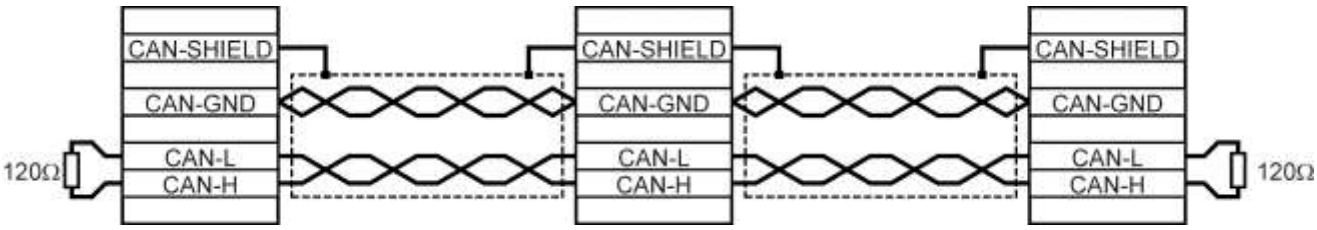

Abbildung 29: Verkabelungsbeispiel für CAN-Bus
- Die einzelnen Knoten des Netzwerkes werden grundsätzlich linienförmig miteinander verbunden, so dass das CAN-Kabel von Regler zu Regler durchgeschleift wird (Siehe Abbildung 29).